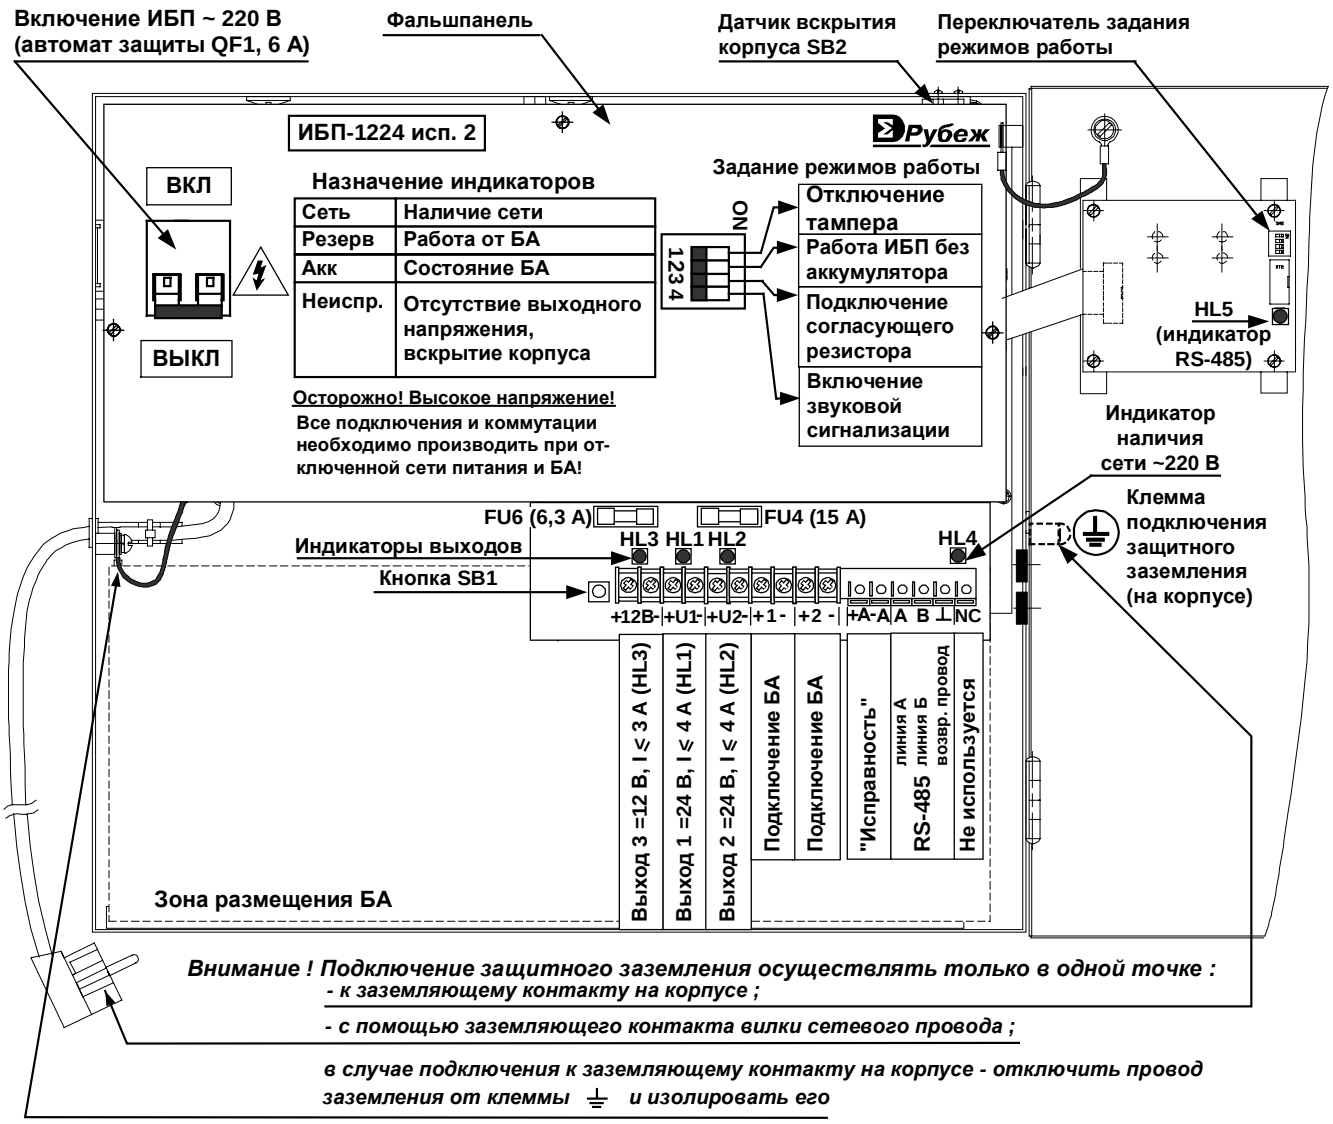
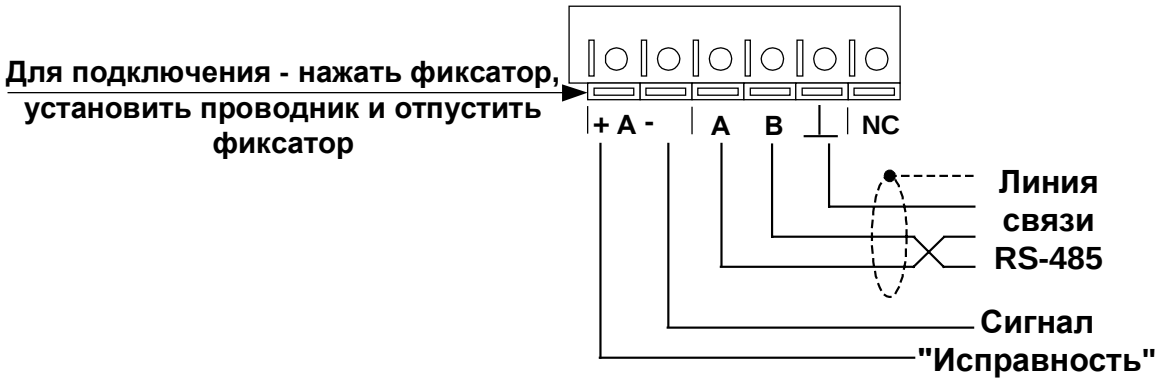
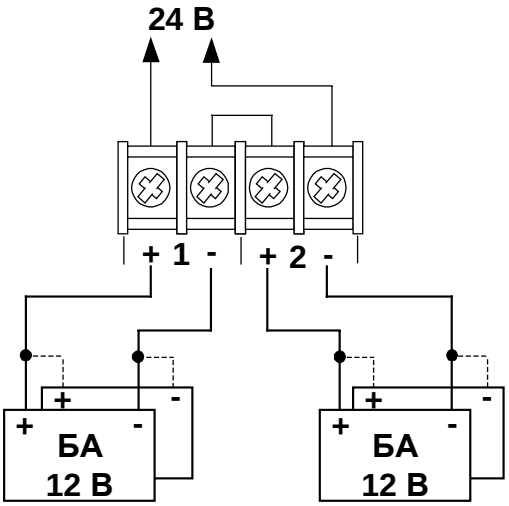

Рис. 2 Внешний вид ИБП с открытой дверью (подключение)
Рис. 3 Подключение линий связи: RS-485 и сигнала "Исправность"
Рис. 4 Подключение аккумуляторных батарей в ИБП
Внешний вид ИБП с открытой дверью представлен на Рис. 2. Корпус блока имеет вентиляционные отверстия для отвода тепла. На фальшпанели расположен тумблер автомата защиты «Сеть 220 В». На боковых поверхностях корпуса имеются отверстия, через одно из
Провода подключаются к клеммам присоединительной колодки в соответствии со схемой подключения (рис. 2).
Аккумуляторные батареи устанавливаются на дно корпуса и подключаются проводами с красными и синими наконечниками, обозначающими полярность(“+”-красный, “-”-синий) подключения в соответствии со схемой на Рис. 4. Справа на боковой поверхности корпуса расположен винт для подключения защитного заземления.
Справа на боковой поверхности корпуса расположен винт для подключения защитного заземления (см. Рис. 2).
6.4.4Подключение соединительных линий и БА к клеммам ИБП производится в соответствии с Рис. 2, Рис. 3, Рис. 4. Перед подключением тумблер «Сеть 220 В» выключить.
6.4.6 Корпус ИБП должен быть обязательно заземлен! Подключение заземления ИБП производится медным проводом сечением не менее 1,5 мм^2 к винту на правой стороне корпуса или с помощью сетевой вилки с заземляющим контактом, вывод от которого присоединен к клемме заземления Рис. 2. В случае подключения заземления к винту корпуса – отключить провод заземления от клеммы ⏚ и изолировать его.
6.5. Установить аккумуляторные батареи, подключив их к клеммам с помощью соединительных проводов, имеющих соответствующую маркировку (красный наконечник «+», синий наконечник «-») по схеме, приведенной на Рис. 4.